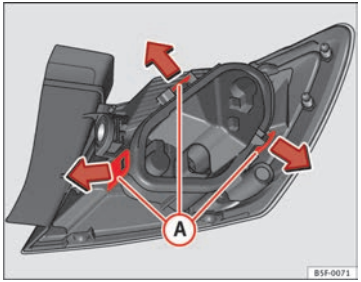

Fig. 153 Retaining tabs on reverse side of tail light
– Remove the bulb holder ⇒ Fig. 153 unlocking the (A) retaining tabs.